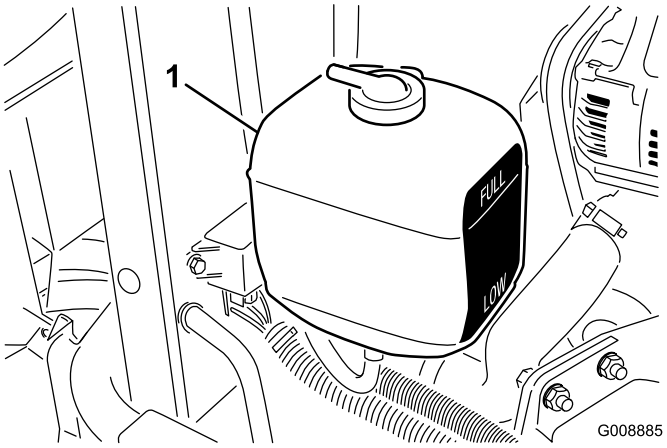

**Figur 24**
1. Kontrollera kylvätskenivån i expansionstanken (Figur 24). När motorn är kall bör kylmedelnivån ligga halvvägs mellan markeringarna på sidan av tanken.